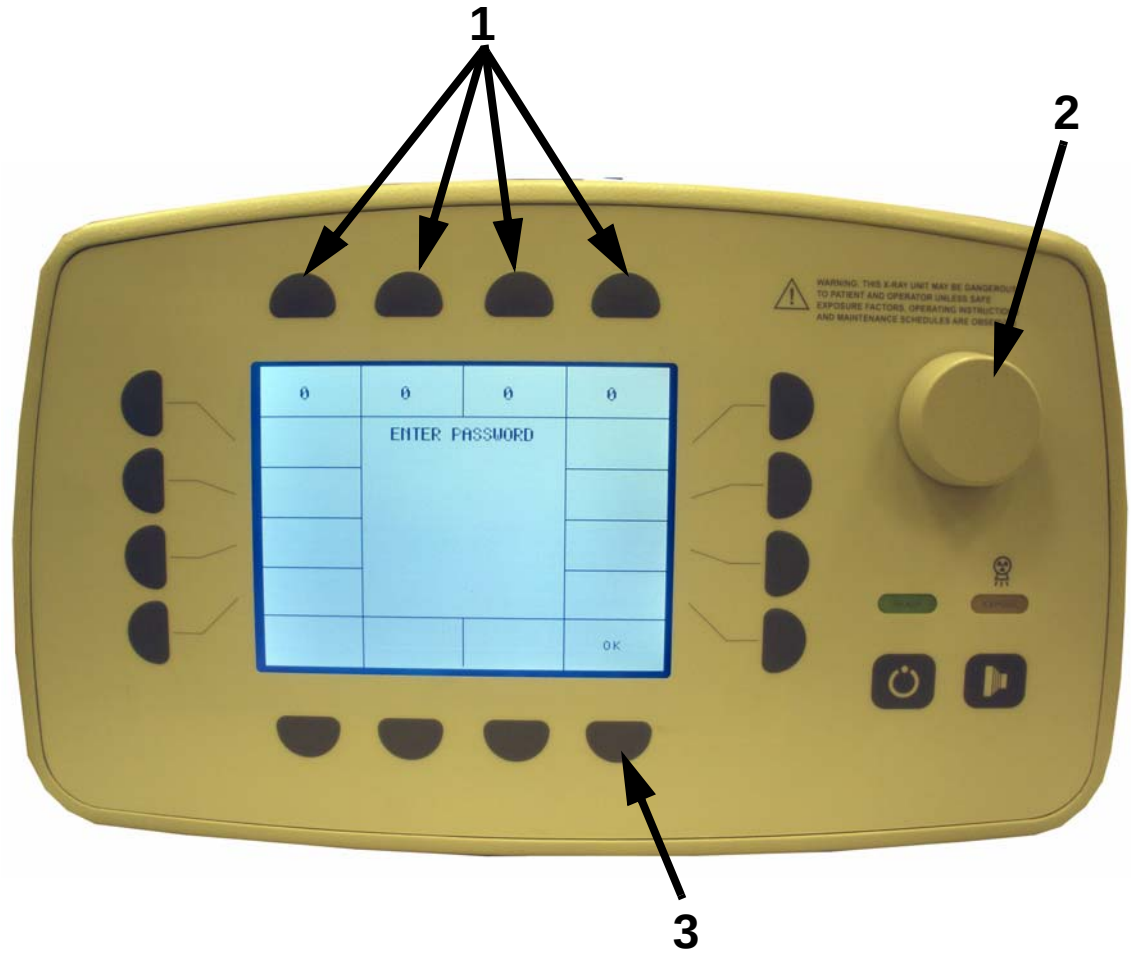

Figure 5-22. Entering Password
5 Enter password. The password is entered by pressing each password button (1 in Figure 5-22) while turning dial (2) until desired digit is shown in display. Then press OK button (3).